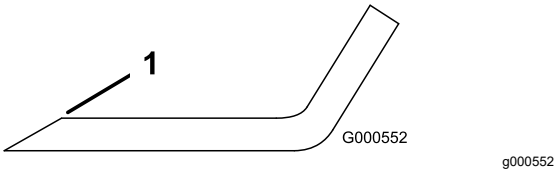

Figure 79
1. Au moyen d'une lime, aiguisez les tranchants aux deux extrémités de la lame (Figure 79).
Remarque: Si la lame est déséquilibrée, limez un peu l'extrémité de l'ailette seulement (Figure 79).